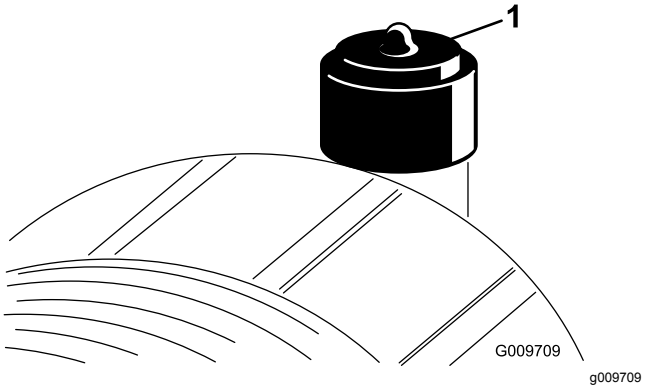

Figuur 78
Geef het luchtfilter uitsluitend een onderhoudsbeurt als de onderhoudsindicator (Figuur 78) dit aangeeft. Als u het luchtfilter vervangt voordat dit nodig is, wordt alleen maar de kans vergroot dat er vuil in de motor komt als u het filter verwijdert.
2. Stel de indicator (Figuur 78) opnieuw in als deze rood is.